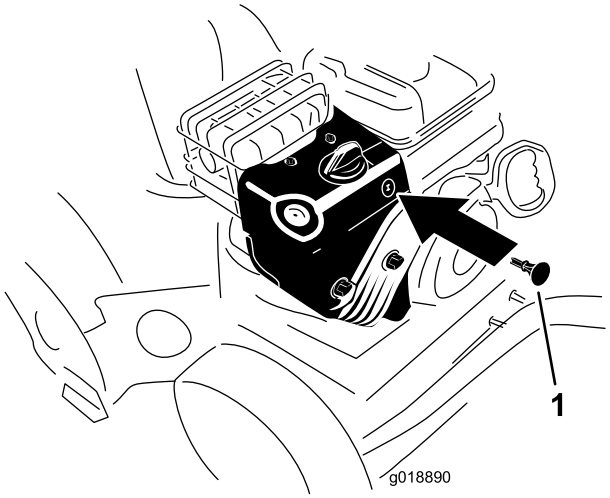

Figur 22
3. Sett inn tenningsnøkkelen (Figur 22).